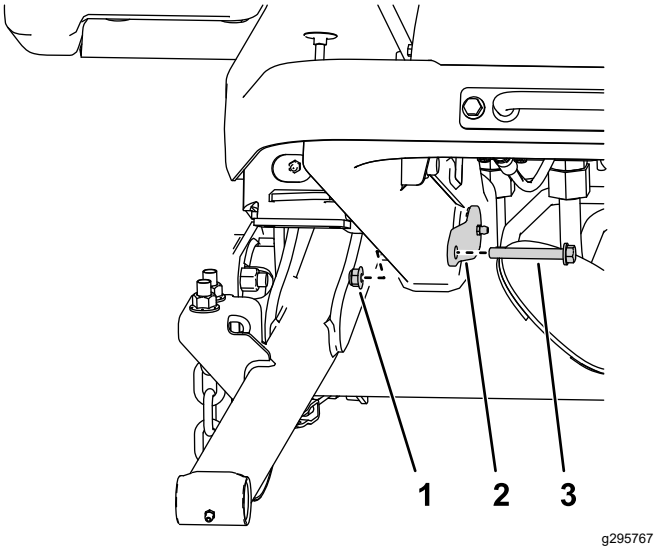

Figur 7
4. Använd två muttrar (⅜ tum) och två bultar (⅜ x 2 ¾ tum) för att fästa de stora stiften på ramen (Figur 7).